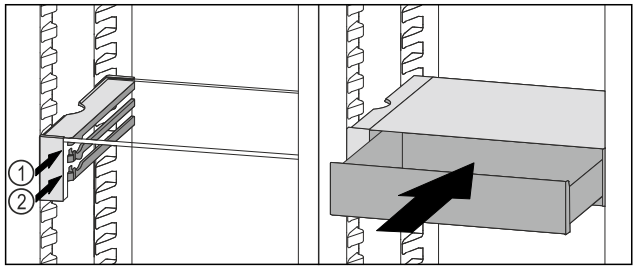

*Fig. 111*
▶ Așezați sertarul VarioSafe în spatele opritoarelor pe nervura dorită *Fig. 111 (1)* sau *Fig. 111 (2)*.